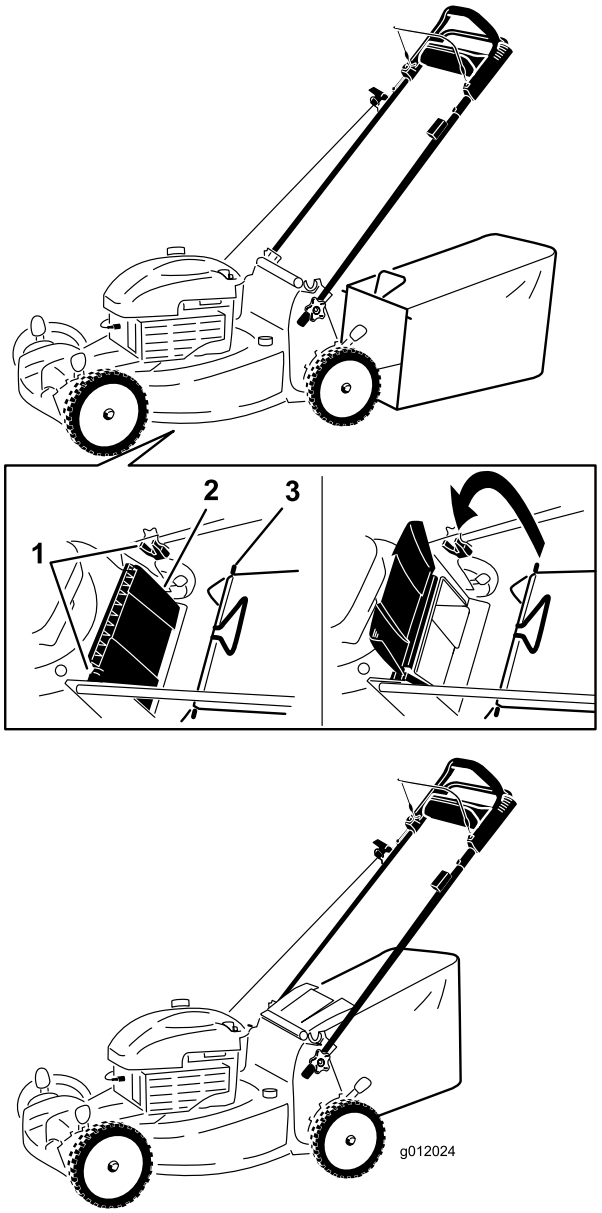

Figura 14
1. Levante y sujete el deflector trasero (Figura 14).
2. Instale la bolsa de recortes, asegurándose de que los pasadores de la bolsa descansan en las muescas del manillar (Figura 14).